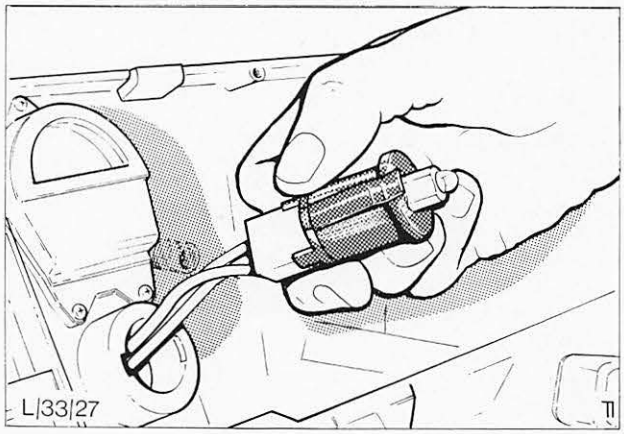

Abb. 33 Schalter – heizbare Rückwandscheibe ausbauen
6. Mehrfachstecker vom Schalter abziehen und Schalter ausbauen, Abb. 33.